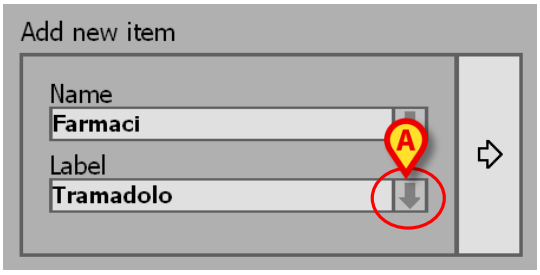
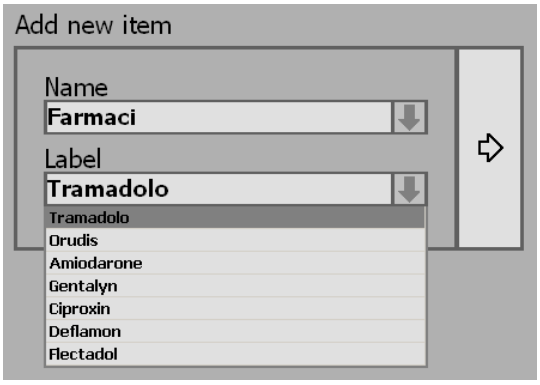

Fig 84 - Selected item
Fig 85 - Label selection
- Click the item you want to add. The name of the clicked item is dislplayed in the field (Fig 84).
- click the button placed alongside the field (Fig 84 **A**). A menu containing the possible options opens (Fig 85).